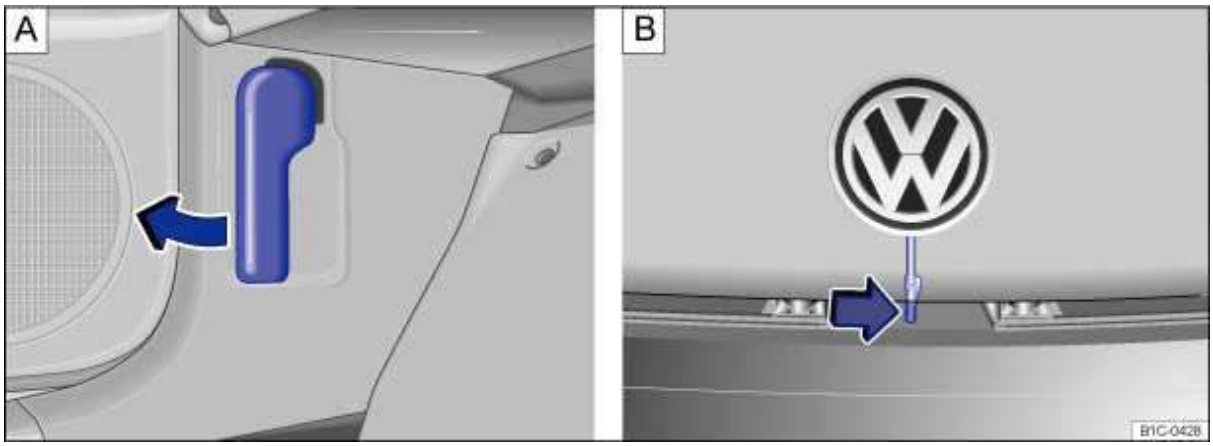

Fig. 114 A Inside hood release lever in the footwell on the driver side.△Outside hood release in the radiator grille.
- Open the driver door and pull the inside hood release lever in the direction of the arrow ⇒ fig. 114 **A**. The engine hood is released from its latch by a spring ⇒ ⚠.